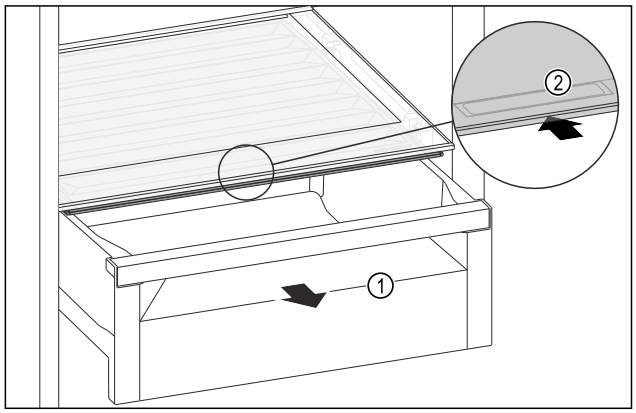

Fig. 184
▶ Extrageți sertarul *Fig. 184 (1)*.
▶ Prindeți mânerul încastrat *Fig. 184 (2)* de la capacul compartimentului și glisați concomitent capacul compartimentului spre partea posterioară.